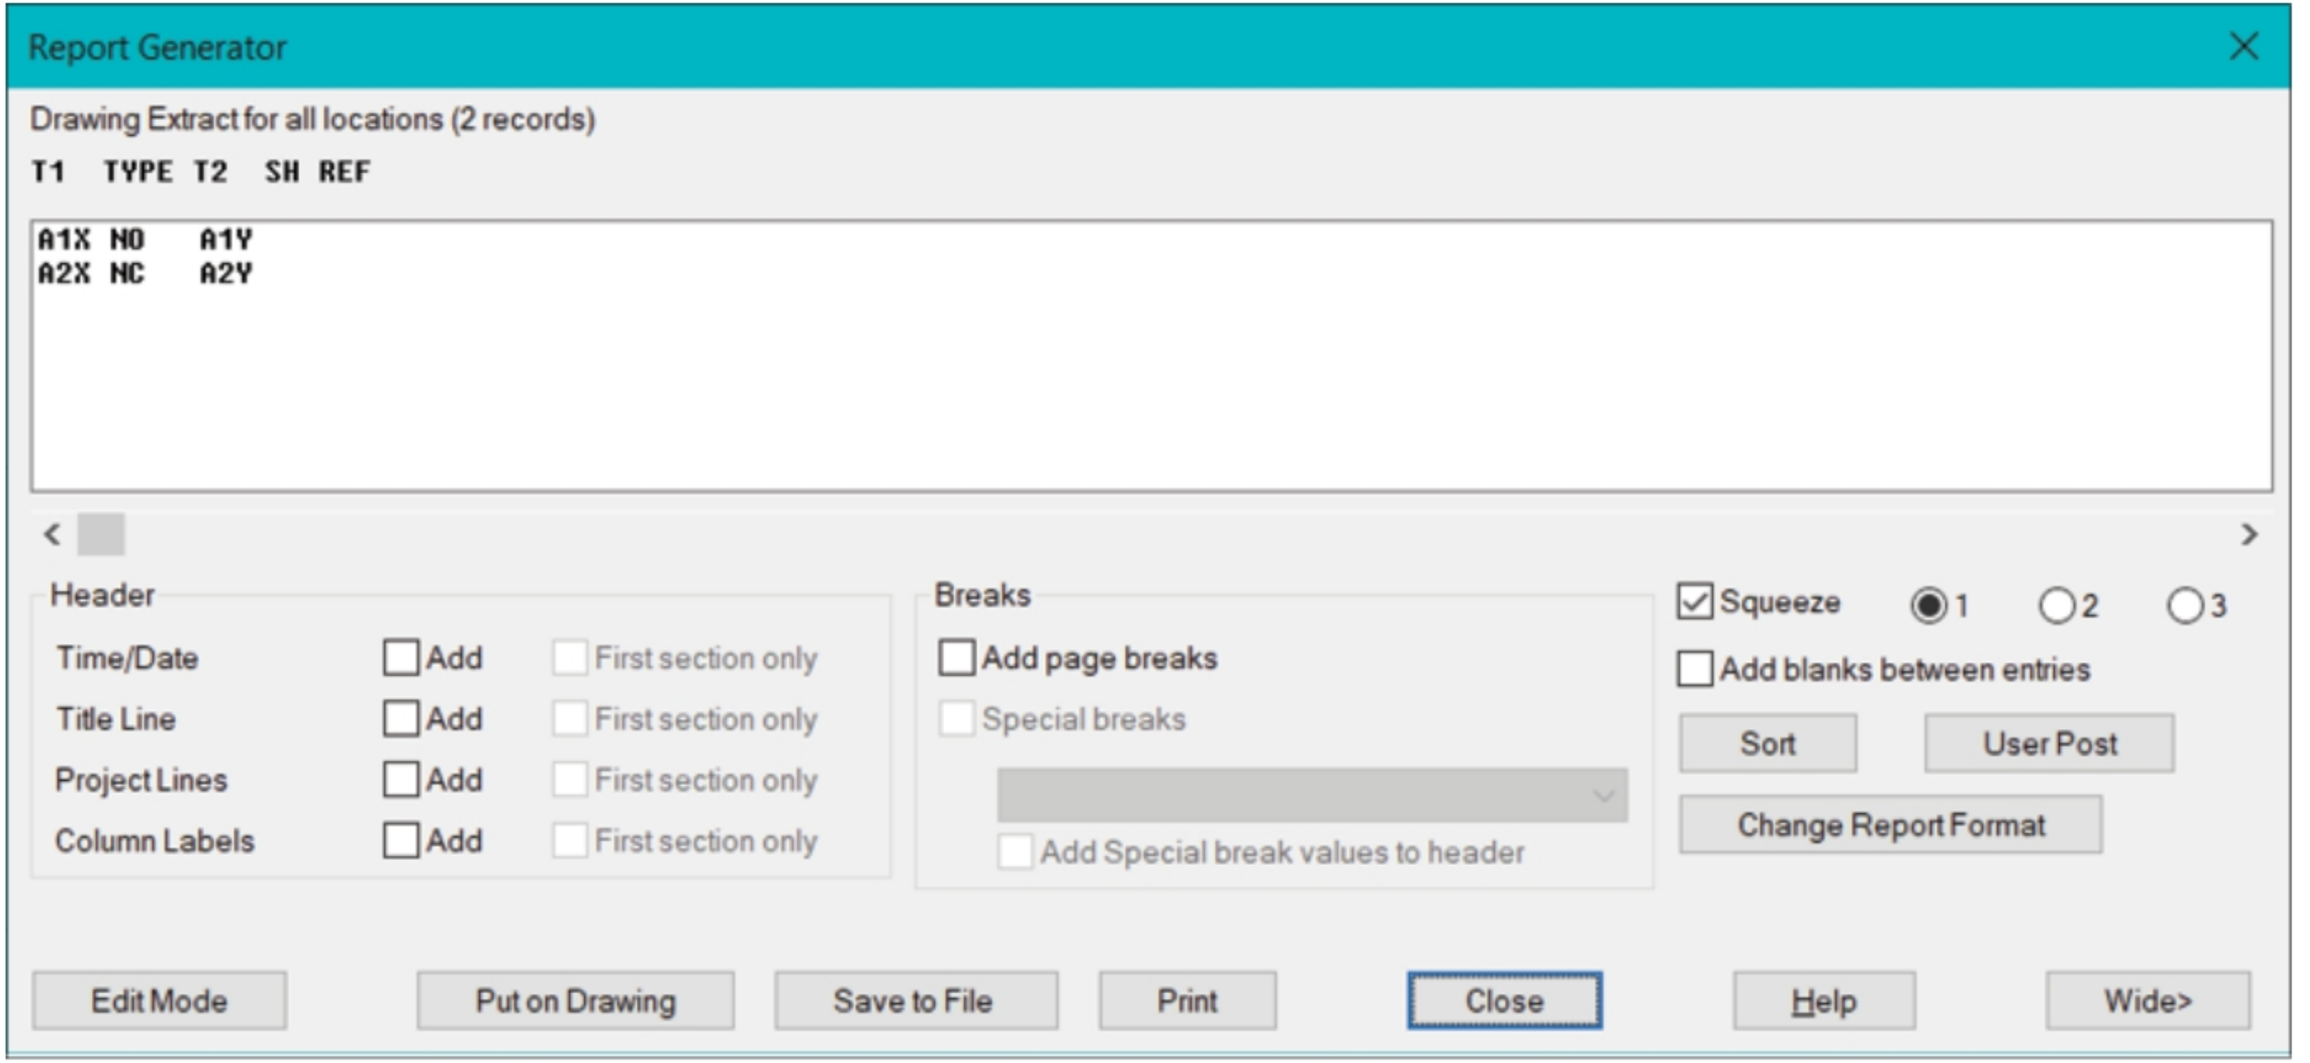

Figure-63. Report Generator dialog box
- Select desired component. The **Report Generator** dialog box will be displayed; refer to Figure-63.